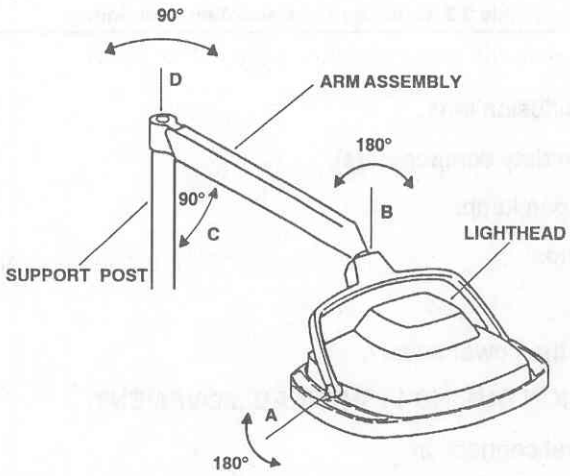

Figure 3-10. Mechanical adjustments.
a. Mechanical adjustment procedures for drifting of the lighthead or arm assembly (fig 3-10) are provided in this section of the manual.